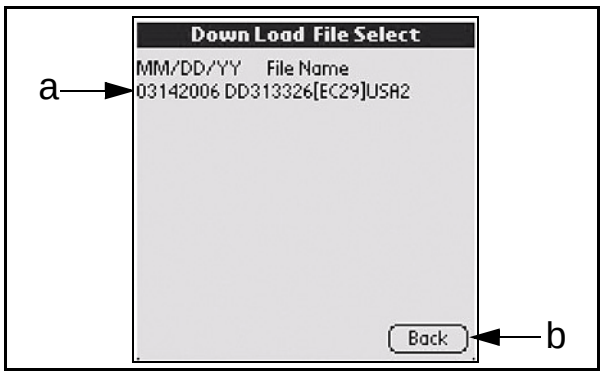

Figure 7-13 ROM Select Screen
1. Select the Firmware Version from the available list on the **Down Load File Select** Screen that appears (See Figure 7-13 a).
2. Mouse-click on the Back Screen Button to return to the **Program Download** main Menu Screen (See Figure 7-13 b).